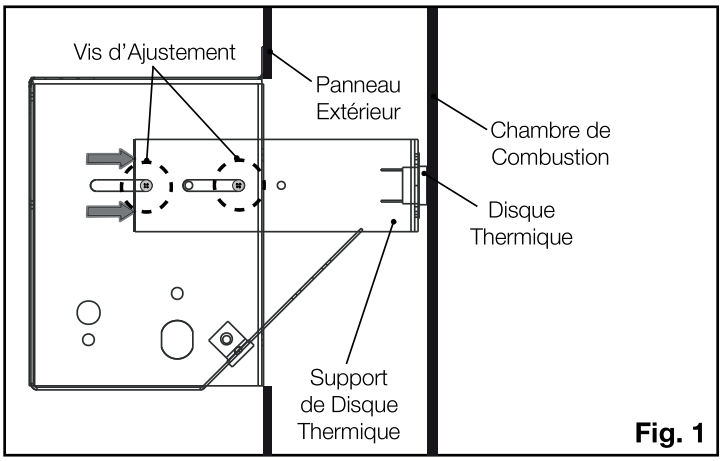

Fig. 1
1. Assurez-vous que le support de disque thermique est en la position correcte **(Fig. 1)**.
5. Accédez entre le panneau extérieur et la chambre de combustion, puis faites glissez le support de disque thermique jusqu'à ce que le disque thermique touche l'arrière de la chambre de combustion **(Fig. 1)**.